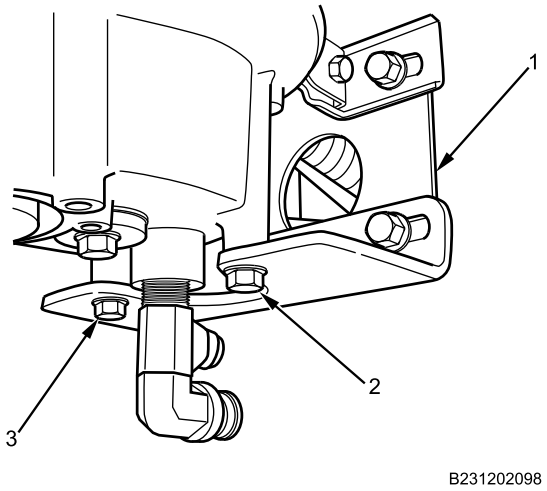

Figure 6. Air Dryer Support Bracket Bolts.
4. Apply corrosion preventive compound to air dryer support bracket lower bolts (Figure 6, Item 2 and 3).
5. Install air dryer support bracket lower bolts (Figure 6, Item 2 and 3) on air dryer support bracket (Figure 6, Item 1) and torque bolts to 25 lb-ft (34 N•m).